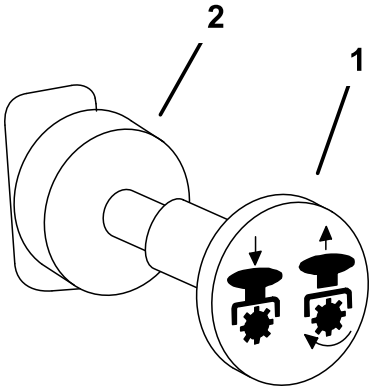

**Figur 16**
1. Koppla ur kraftuttaget, flytta rörelsereglagespakarna till det neutrala låsläget och dra åt parkeringsbromsen (Figur 16).
4. Dra ut kraftuttagsbrytaren (PTO) för att koppla in kraftuttaget (Figur 16).
Tryck in kraftuttagsbrytaren (PTO) för att stänga **av** kraftuttaget (Figur 16).